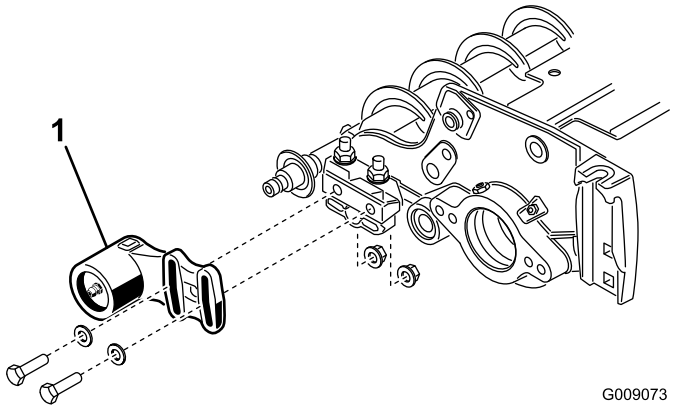
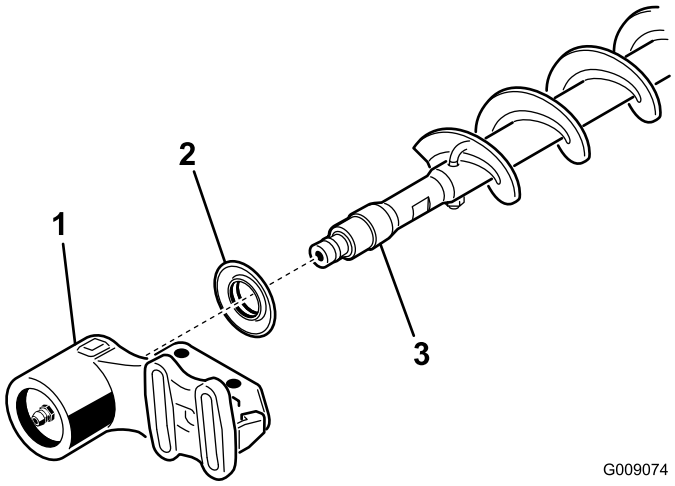

Figura 20
Figura 21
1. Se estiver instalada uma escova do rolo na unidade de corte, remova os 2 parafusos, anilhas e porcas que prendem a caixa de rolamentos do lado oposto à transmissão ao suporte de montagem da caixa de rolamentos (Figura 20 e Figura 21).
2. Deslize a caixa de rolamentos do lado oposto à transmissão e o vedante de eliminação de sedimentos do eixo da escova (Figura 21).
9. Instale o vedante de eliminação de sedimentos e a caixa de rolamentos do lado oposto da transmissão no eixo da escova (Figura 21).